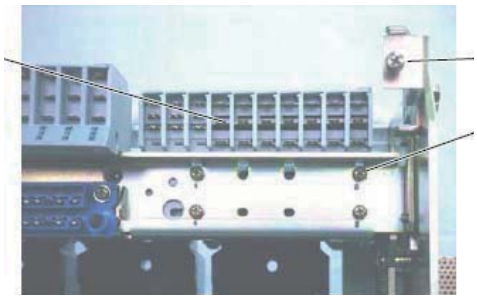

Рис. 82. Вспомогательные контакты и связанные с ними части
3) Извлеките крепежные винты вспомогательных контактов, показанные на рис. 82.